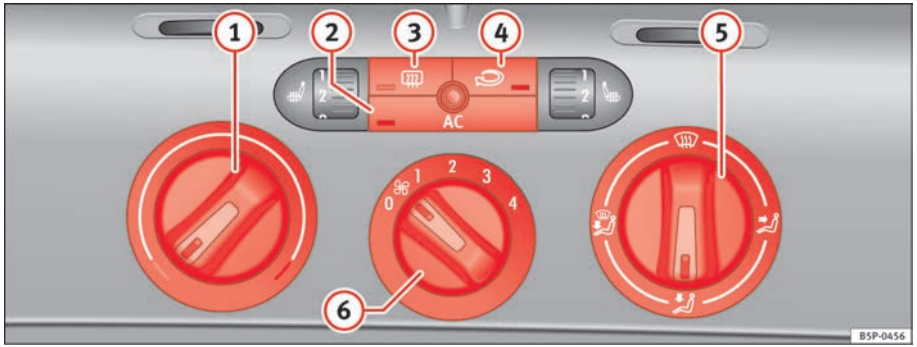

Fig. 129 On the dash panel: Climatic controls
– Turn the temperature selector ⇒ fig. 129 (1) clockwise to select the required temperature.